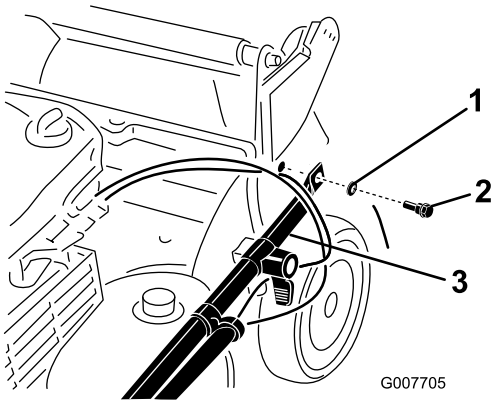

Bild 3
2. Befestigen Sie die Griffenden mit 2 Scheiben und 2 Griffschrauben am Mähwerkgehäuse (Bild 3), **ziehen Sie die Griffschrauben jedoch nicht fest.**